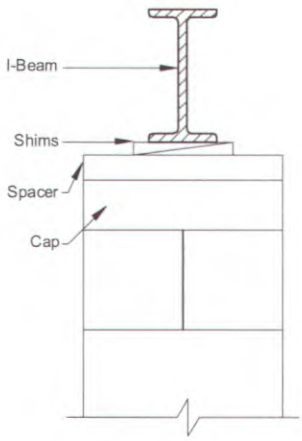

Figure 19. *Correct shim placement*
4. **Install shims.** Use shims to level the home and fill any gaps between the base of the I-beam and the top of the pier cap. Always use shims in pairs (**Figure 19**). Drive them in tightly so they do not occupy more than one inch of vertical space. When the space to be shimmed is greater than one inch and less than the minimum thickness of available caps or concrete blocks, use hardwood, southern pine or Douglas fir larch dimensional lumber 2x spacer (two layers maximum) or 2" or 4" thick concrete block. For split caps, install shims and dimensional lumber/blocks over each individual cap.